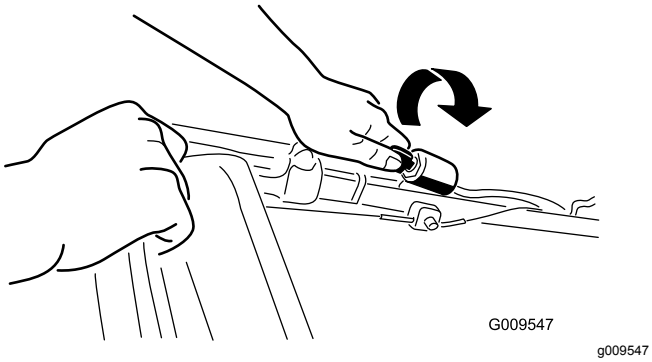
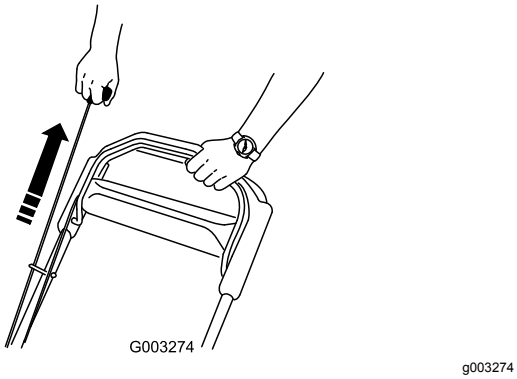

Figur 16
Figur 17
2. Drej tændingsnøglen (Figur 16), eller træk i tilbageslagsstarthåndtaget (Figur 17).
Bemærk: Når du trækker i tilbageslagsstart-håndtaget, skal du trække let i det, indtil du mærker modstand, og derefter trække hårdt i det (Figur 17). Lad snoren vende langsomt tilbage til håndtaget.